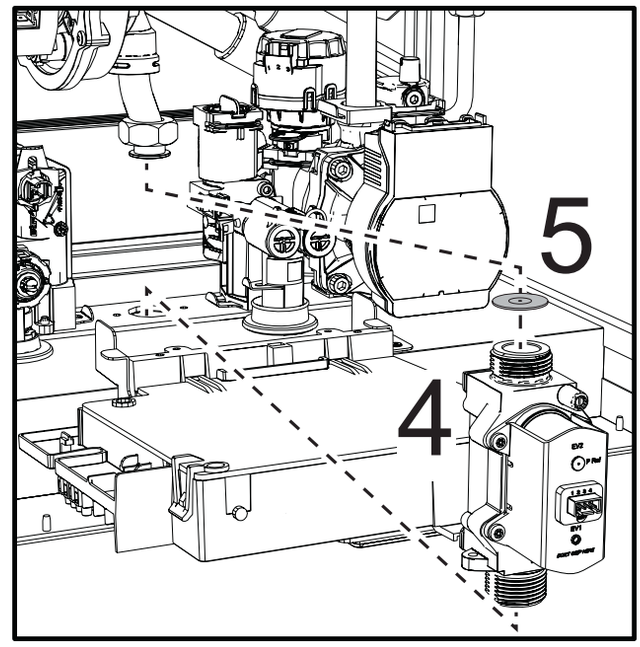

Рис. 45
- Извлеките газовый клапан **«4»** и газовую диафрагму **«5»** (рис.45).